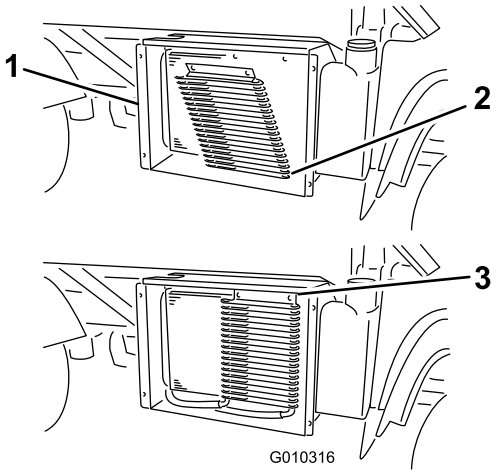

Figur 59
3. Roter låsen og drej oliekøleren væk fra køleren (Figur 59), hvis det er monteret således .